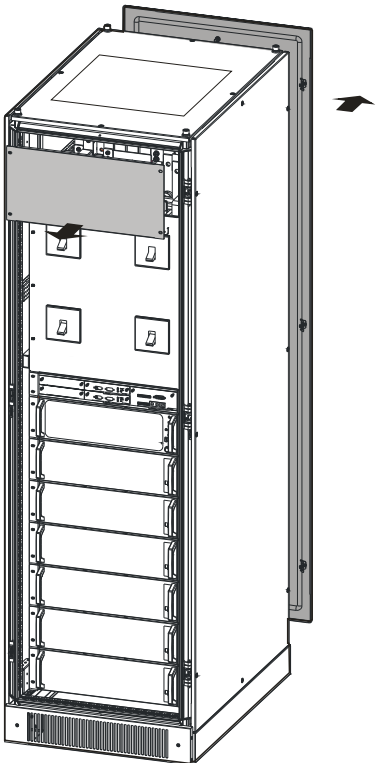

Рис. 3.20 Снятие защитных панели с передней и задней сторон ИБП
Step 1 Снимите защитные панели с передней и задней сторон ИБП как показано на Рис. 3.20.